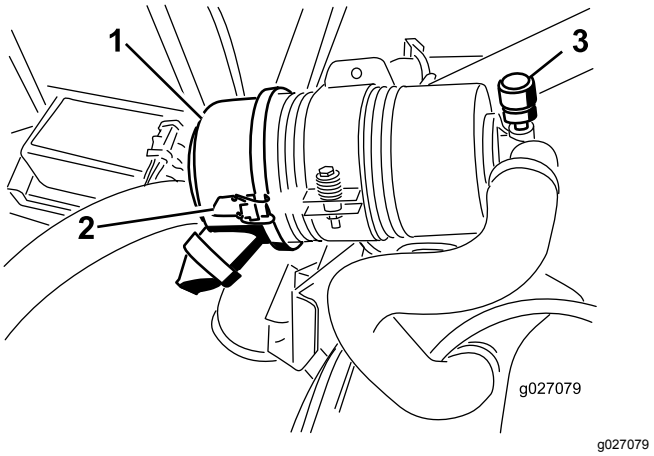

Figur 49
Utför service på luftrenarfiltret bara när serviceindikatorn anger att det krävs (Figur 49). Om du byter luftfiltret tidigare ökar det risken för att smuts kommer in i motorn när filtret tas bort.
2. Lossa spärrhakarna som fäster luftrenarkåpan på luftrenarhuset (Figur 49).